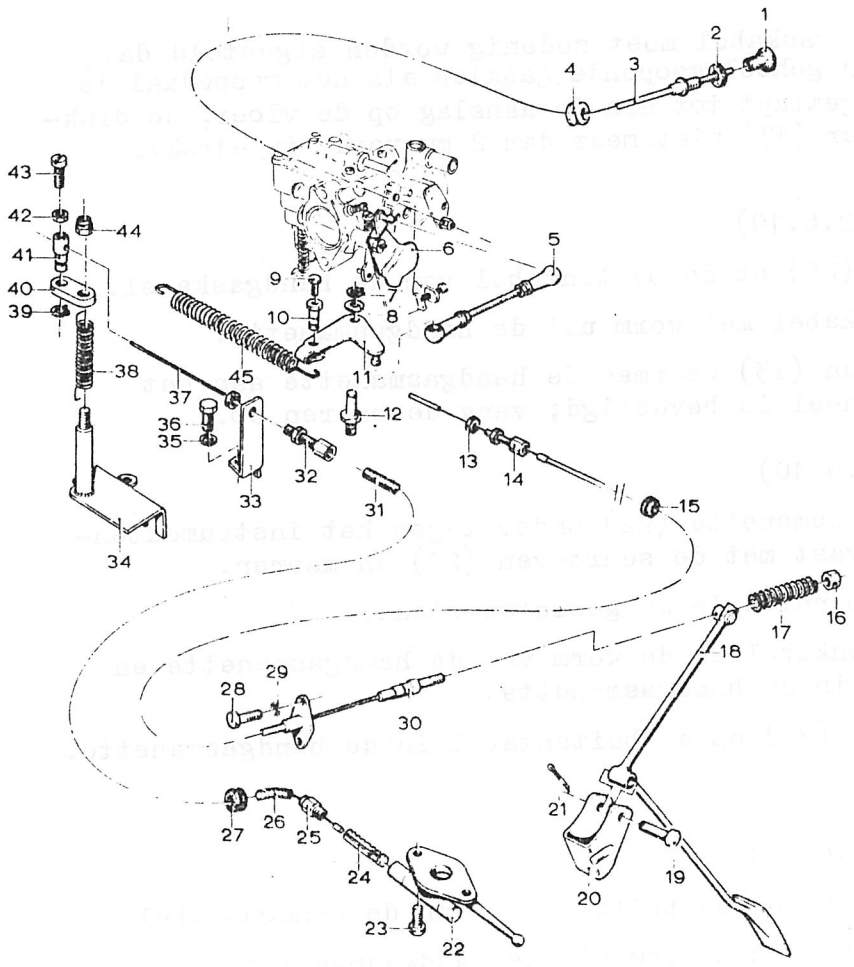

Afb. 2.6.10.
a. Gaspedaal (afb. 2.6.10)
(1) Verwijderen
(2) Aanbrengen (afb. 2.6.10)
(1) Verwijderen (afb. 2.6.10)